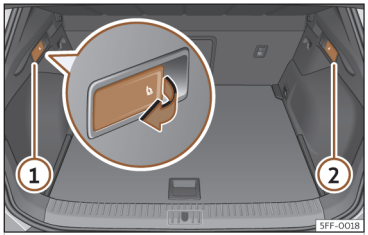

Fig. 98 En el maletero: palancas para desbloqueo del respaldo trasero.
- Tire de la palanca de desbloqueo a distancia de la parte izquierda ››› **fig. 98** ① o derecha ② del respaldo en el sentido de la flecha. La parte desbloqueada del respaldo trasero se abate automáticamente hacia delante.